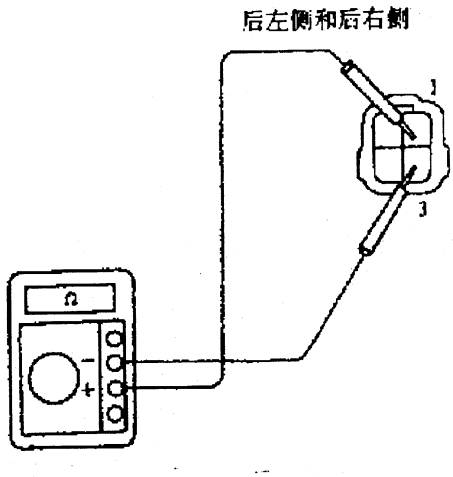

图 2-27 检查导通
①检查位置开关:
c. 检查门锁按钮按至锁住侧和打开侧时,位置开关连接器的端子 1 与 3 之间的导通状况,如图 2-27 所示。